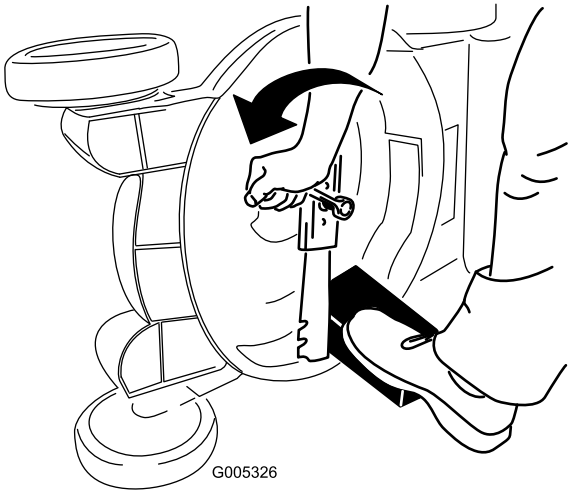

Bild 25
3. Stabilisieren Sie das Messer mit einem Holzblock (Bild 25).
4. Nehmen Sie das Messer ab und bewahren Sie alle Befestigungsschrauben auf (Bild 25).